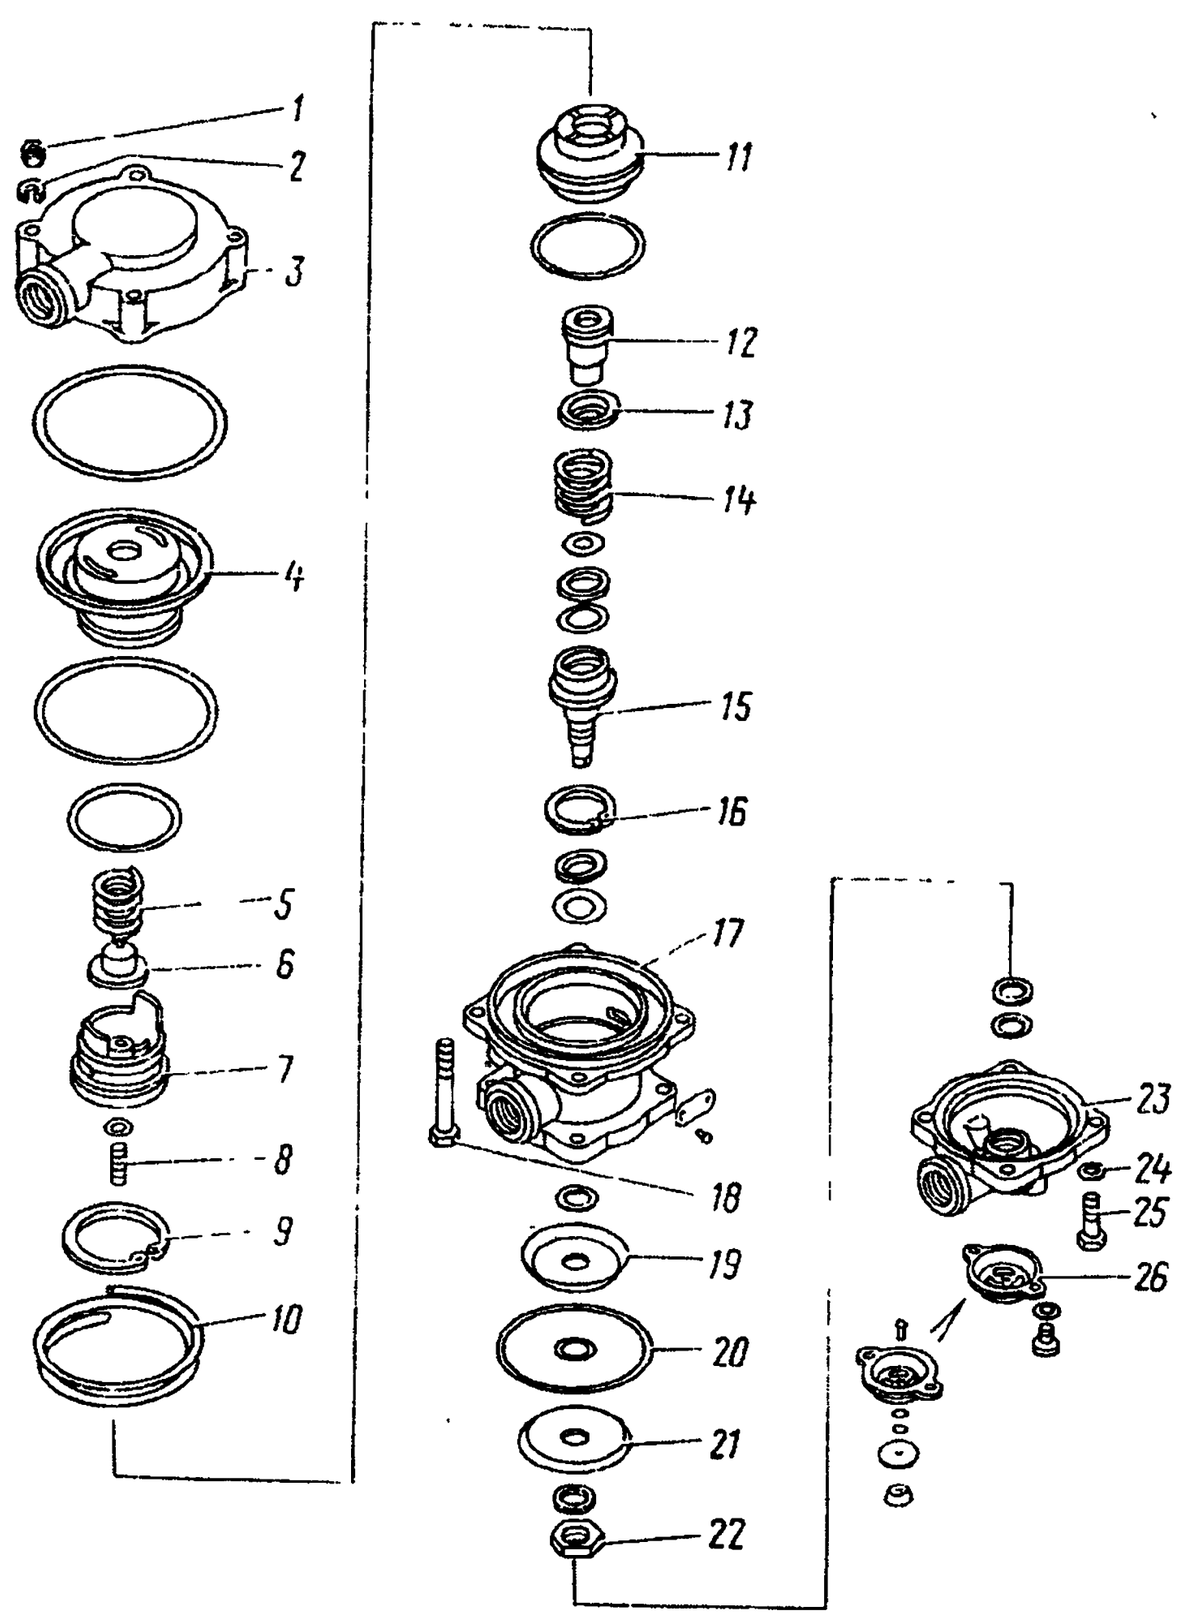

Рис. 321. Клапан управления тормозными системами прицепа с двухпроводным приводом:
2. Отверните гайки *1* (рис. 321) болтов *18* с шайбами *2* крепления верхнего корпуса *3* к среднему корпусу *17*	Ключ 13 мм, торцовый ключ 13 мм